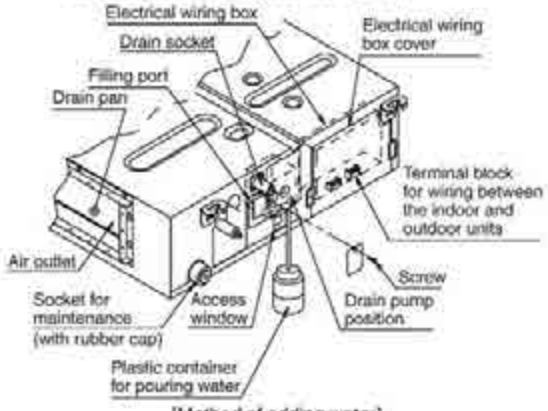

Fig. 17
- Gradually pour 1/4 gal of water from the inspection port at the bottom of the drain socket on the left side of the drain socket into the drain pan giving caution to avoid splashing water on the electric components such as drain pump and confirm drainage by operating the indoor unit under cooling mode according to **10. FIELD SETTING. (Refer to Fig. 17)**
3. Gradually pour 1 litre of water from the air outlet on the left side of the drain socket into the drain pan giving caution to avoid splashing water on the electric components such as drain pump. **(Refer to Fig. 17)**